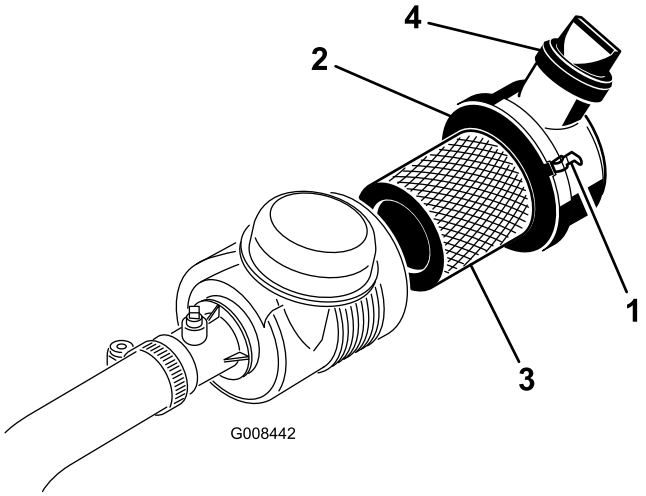

Figur 37
1. Åbn låsene, der fastgør luftfilterdækslet til luftfilterhuset (Figur 37).
7. Monter dækslet igen, og fastgør låsene (Figur 37).